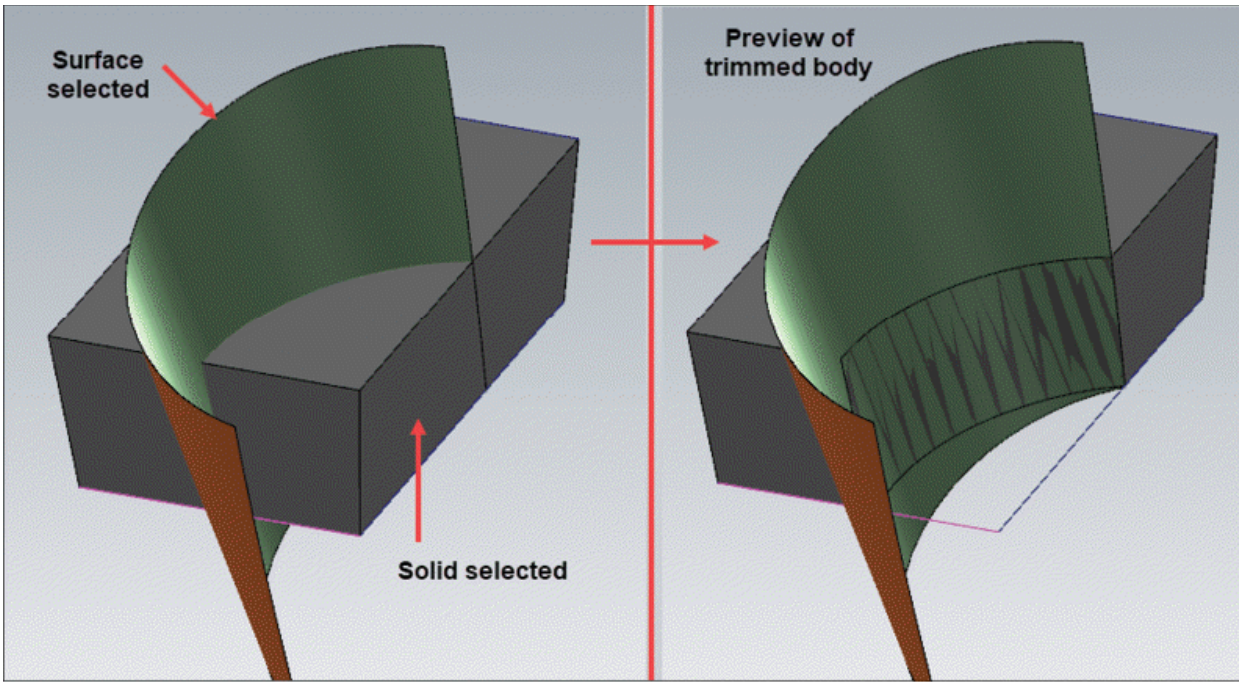

Figure-77. Preview of trimmed body
- Select desired surface. Preview of trimmed solid will be displayed; refer to Figure-77.